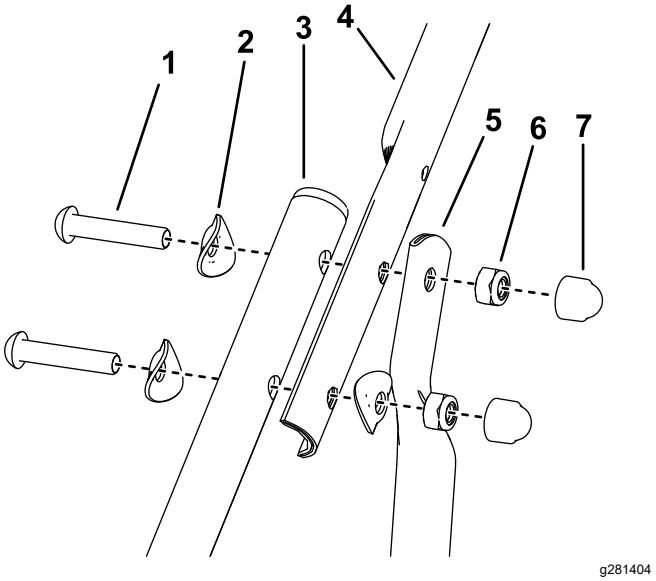

Figura 5
4. Montate le stegole superiori e la parte superiore delle stegole di ancoraggio sulle stegole inferiori con 3 rondelle a coppa, 2 bulloni e 2 dadi di bloccaggio esagonali su ciascun lato (Figura 5).